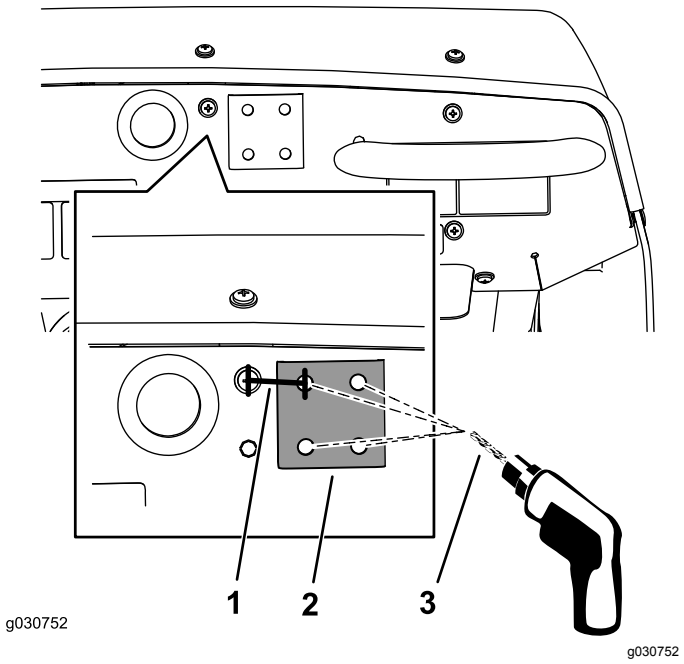

Figuur 151
1. Zoek aan het dashboard van de machine de dashboardschroef aan de rechterkant van de doorvoer in de opening in het dashboard (Figuur 151).
2. Meet 33,3 mm vanaf het midden van de schroef naar rechts, en markeer de locatie met een verticale potloodlijn (Figuur 151).
5. Maak met een boor van 8 mm een gat in het dashboard op de plaats van de centerponsmarkering (Figuur 151).
7. Lijn de verstevigingsplaat horizontaal uit met de bovenzijde van het dashboard en gebruik de verstevigingsplaat als sjabloon om de andere 3 gaten in het dashboard te boren (Figuur 151).